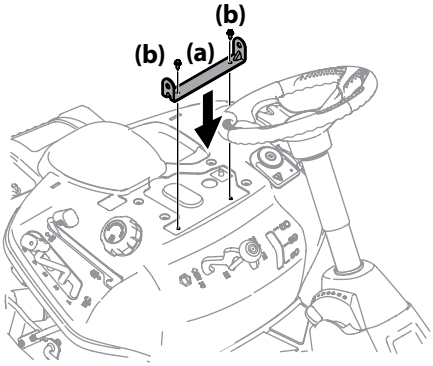

Figure 2-7
3. Align the seat bracket (a) in place over the holes from where the self-tapping bolts (b) were removed, as shown in Figure 2-7.
4. Using a ¼″ drive ratchet with a ⅜″ socket, secure the seat bracket (a) with the self-tapping bolts (b) removed in step 2. See Figure 2-7.